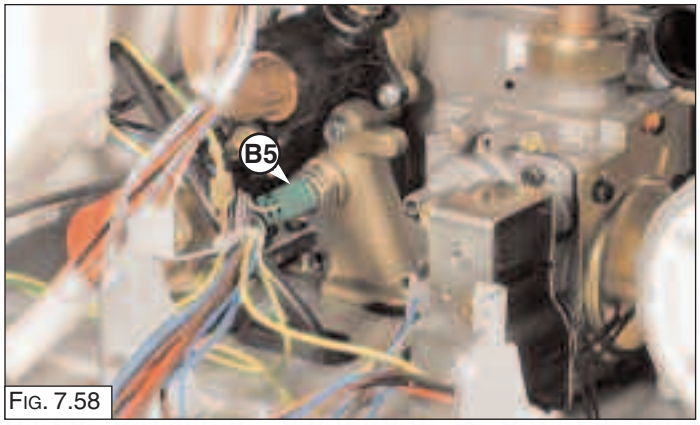

Fig. 7.58
*1.* Remove the electrical connector “B5” by pulling off (Fig. 7.58);